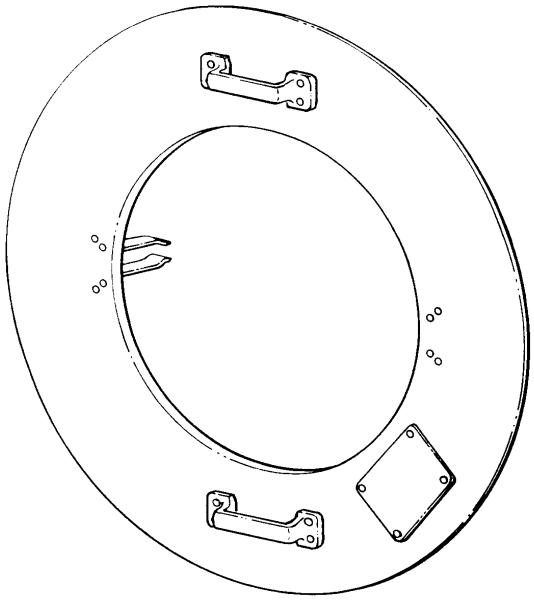

Figure 4. 6799717 Turbine Inlet Casing Cover
(1) Remove bolts (6) and nuts (7) and remove clamps.
(2) Remove crossover tubes and crossover tube spacers (8) from liners.
j. Install 6799717 turbine inlet casing cover. (See figure 4.)